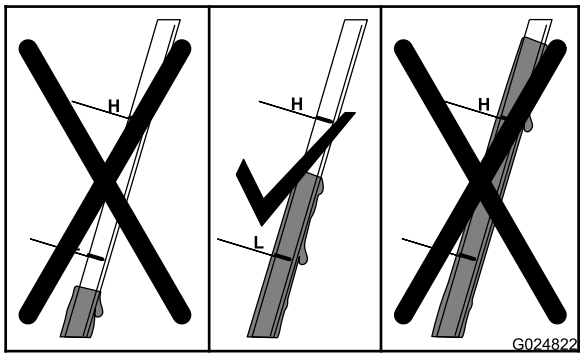

Figura 25
6. Leggete il livello dell'olio nell'asta (Figura 25).